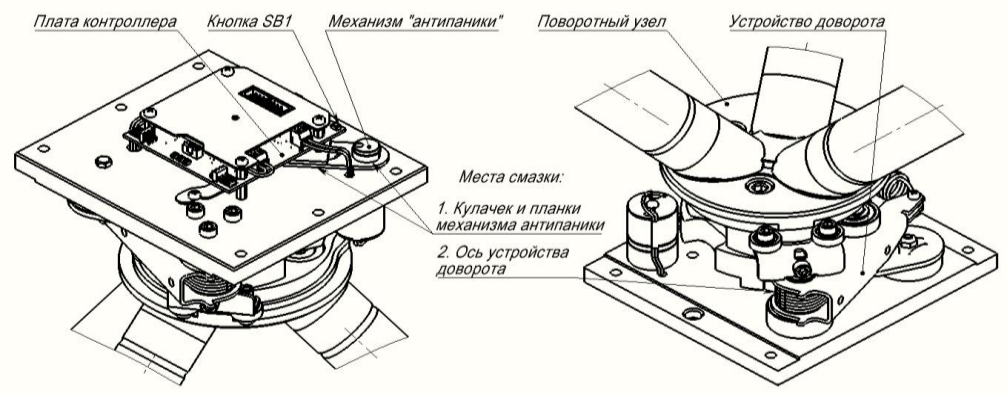

Рис.8 Расположение узлов и деталей трения. Места смазки
В случае, если фиксации планок не происходит (механизм «антипаники» разрегулировался), необходимо повторно с пульта управления включить режим «Антипаника» и после этого установить планки в рабочее положение. При отсутствии пульта, на плате контроллера турникета предусмотрена кнопка SB1 (см. рис.8, 9). Короткими нажатиями кнопки SB1 необходимо отрегулировать механизм «антипаники» - привести кулачок в положение согласно рисунка справа.
- выполните смазку следующих узлов трения (см. рис.8), смазка – «Литол» или аналогичная: